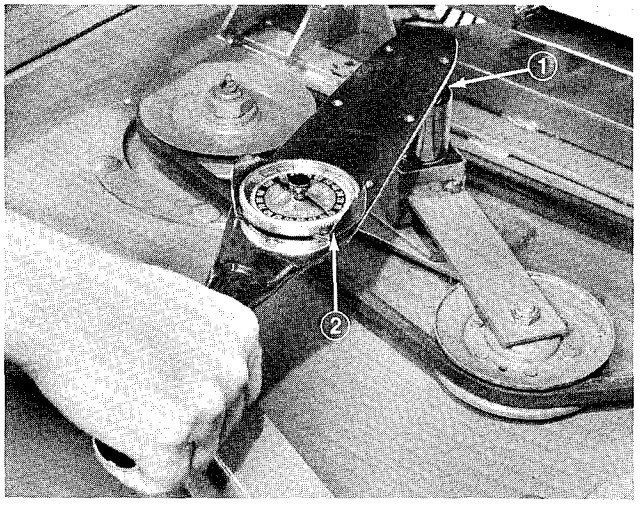

Figure 31
3. Loosen two nuts securing idler plate in place (Fig. (31). Using a socket and torque wrench, tighten the idler adjusting nut (Fig. 31) until proper torque value is achieved.
4. Hold the torque against the belt and tighten the two nuts so idler plate is held securely in place (Fig. 31). Release the idler adjusting nut. Install cover and secure latches.